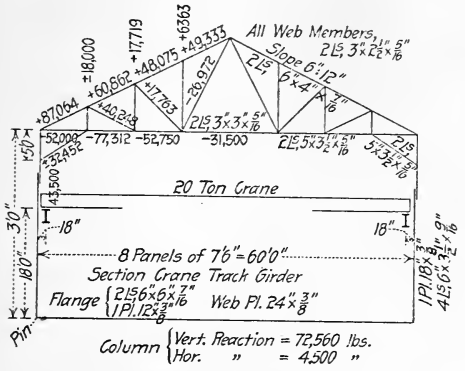

Fig. 2.
1. Make a detail drawing of the roof truss and columns shown in Fig. 2.